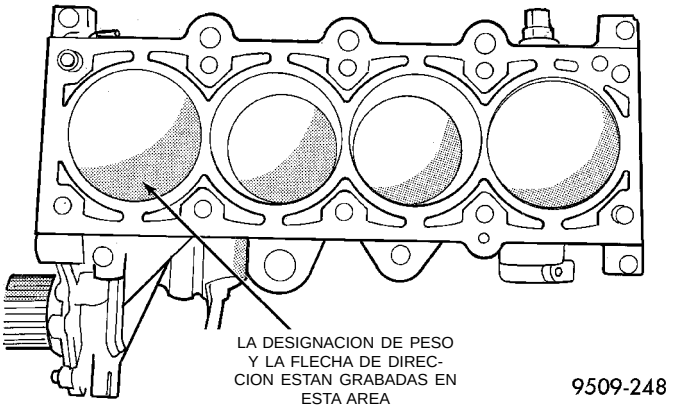

Fig. 78 Marcas de pistón
(1) Retire el reborde superior de los huecos de cilindros con un escariador de rebordes confiable, antes de retirar los pistones del bloque de cilindros. **Asegúrese de mantener cubierta la parte superior de los pistones durante esta operación.** Marque el pistón con el número de cilindro correspondiente (Fig. 78).
(3) Los pistones tendrán un grabado en la localización aproximada que se muestra en la (Fig. 78). Estos grabados serán una flecha de dirección o la
(4) La designación de peso estampada, L o H, estará en la mitad delantera del pistón y debe mirar hacia la parte delantera del motor para los motores SOHC. La flecha debe mirar hacia la parte delantera del motor para el motor DOHC (Fig. 78).
(5) Haga girar el cigüeñal, de modo tal que el gorrón de la biela se encuentre en el centro del hueco del cilindro. Introduzca el conjunto de biela y pistón en el hueco del cilindro y guíe la biela encima del gorrón del cigüeñal.
(6) Golpee suavemente el pistón ya situado en el hueco del cilindro, usando el mango de un martillo. Al mismo tiempo, guíe la biela hasta su posición sobre el gorrón de biela.
(7) Instale las tapas de biela. Instale pernos **nuevos** y apriete con una torsión de 27 N·m (20 lbs. pie) más un 1/4 de vuelta.